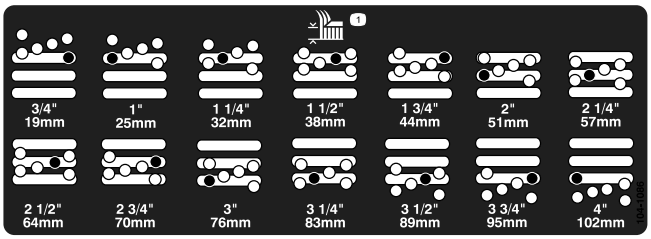

Figur 19
4. Ta av avstandsstykket mens du støtter kammeret (Figur 19).
5. Flytt kammeret til ønsket klippehøyde og monter avstandsstykket i korresponderende klippehøydehull og spor (Figur 19).